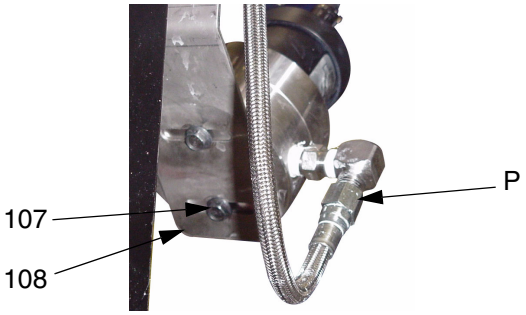
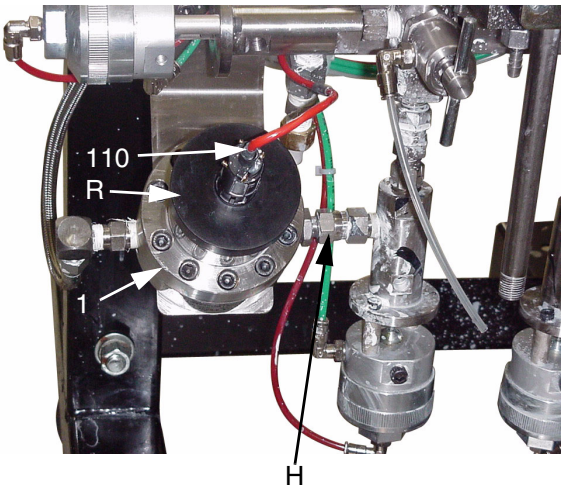

FIG. 19
FIG. 20
4. Desenrosque el conector del cable (110) del medidor (1). FIG. 20.
5. Desenrosque los tornillos M6 (107) de la parte inferior de la placa de pontaje del medidor (108) con una llave de tubo. FIG. 19.
6. Desenrosque la línea de fluido de la entrada del medidor (P).
La protección del medidor (R) no está sujeta y podría caerse cuando desmonta el medidor (1). FIG. 20.
7. Desenrosque el medidor (1) del conector de la válvula dispensadora (H). FIG. 20.